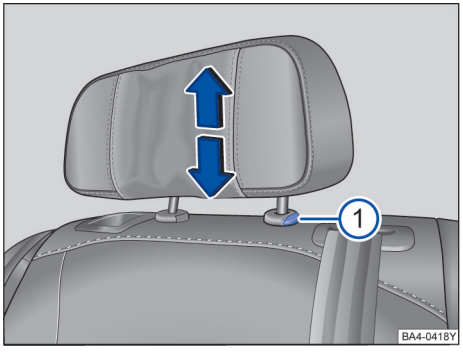

图 78 调整后排头枕
– 向上推或按住按钮→ 图 78 ①，同时沿箭头方向下压头枕即可将头枕调整至合适高度→ ⚠。